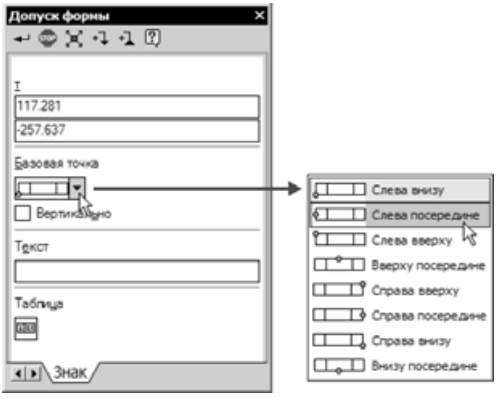

Рис. 3.60
- Для замены базовой точки раскройте список поля **Базовая точка** на панели свойств и выберите из таблицы левую среднюю точку (рис. 3.60).